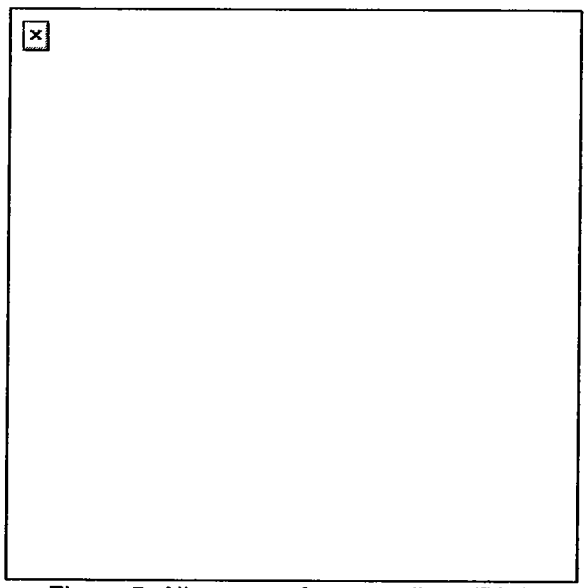
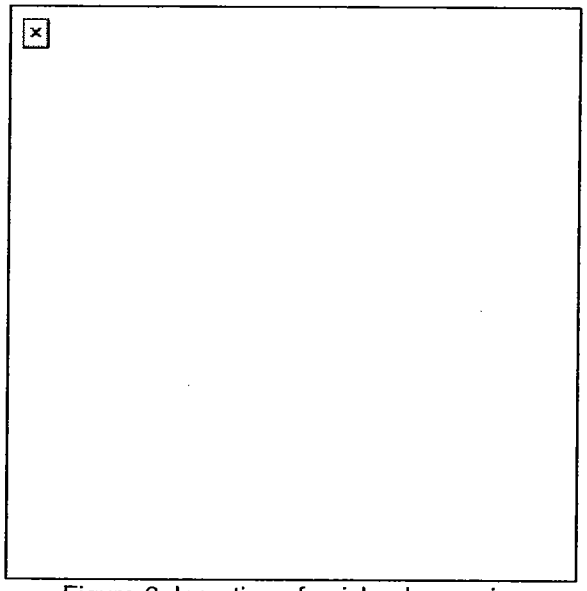

Figure 5. Alignment of gun cradle to T&E.
Figure 6. Insertion of quick release pin.
e. Remove the quick release pin from the T&E mechanism. Align the holes in the T&E mechanism with the rear holes of the gun mount. Insert the quick release pin from the right side, and rotate the pin downward to the locked position (Figure 5 and Figure 6).